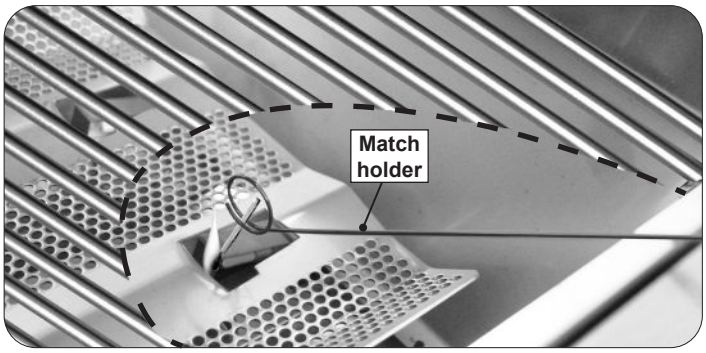

Fig. 31-2 **- Manual lighting**
2. Insert either a burning long-barrel butane lighter or a burning long-stem match through the cooking grid opening to the top of the burner (Fig. 31-2).
4. If the burner does not light within five (5) seconds of turning the control knob, **immediately depress the knob and turn the valve to OFF**. WAIT FIVE (5) MINUTES before repeating steps 2 through 4 of the MANUAL LIGHTING instructions.